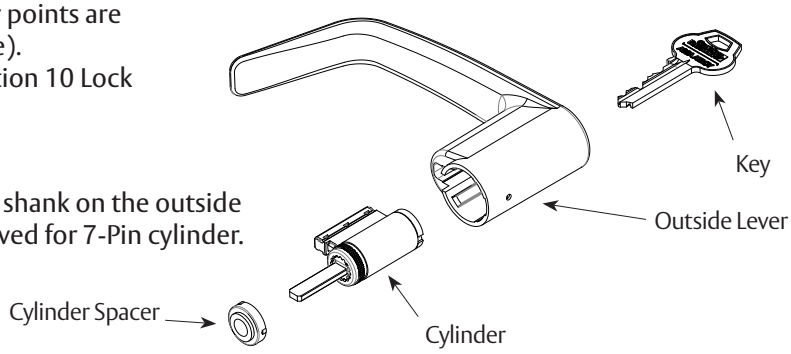

Figure 9
a. Fixed Core Cylinder (Figure 9)